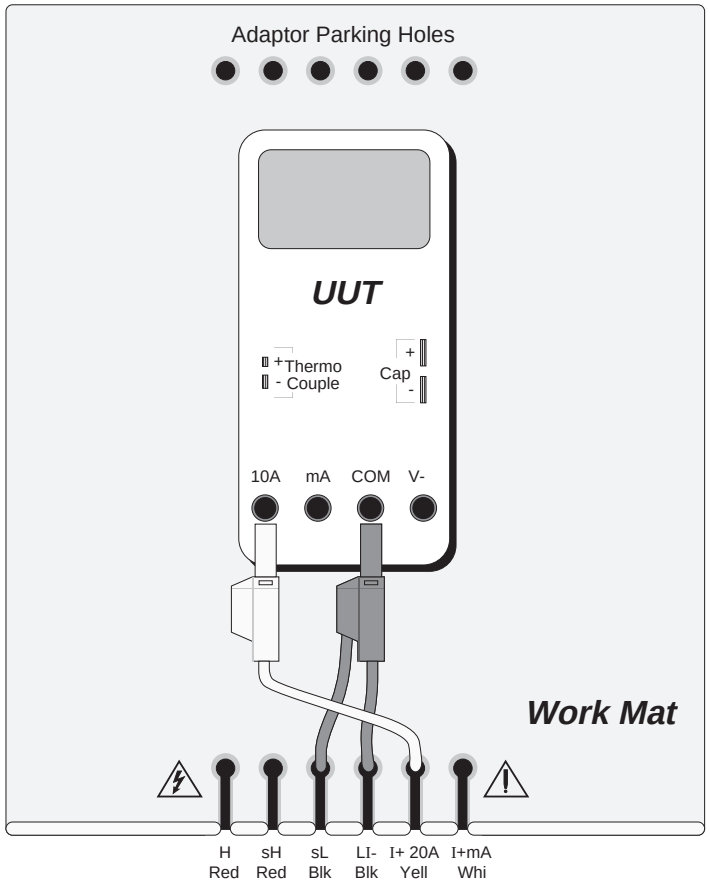
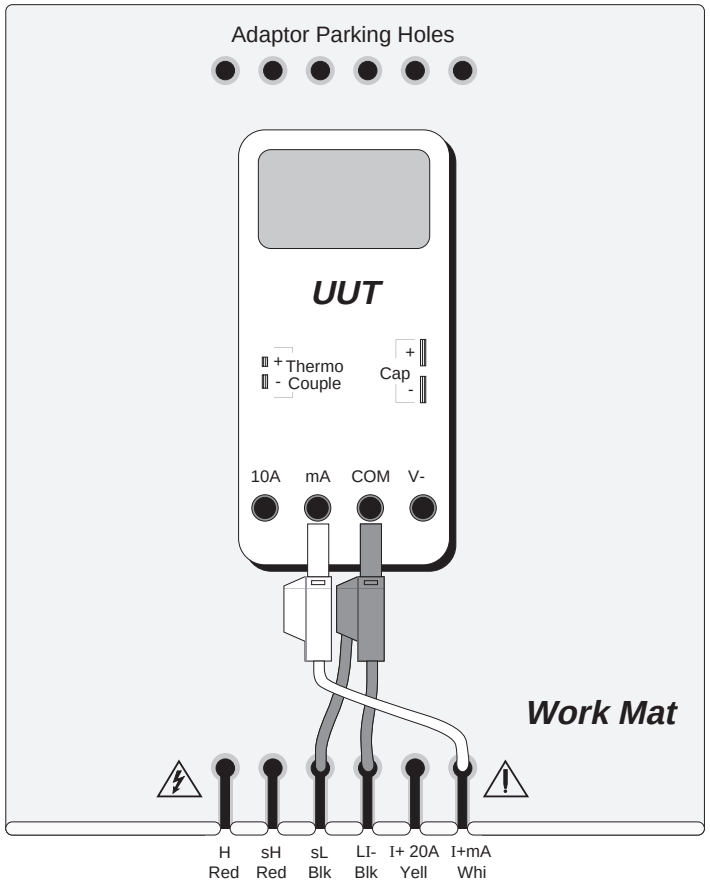
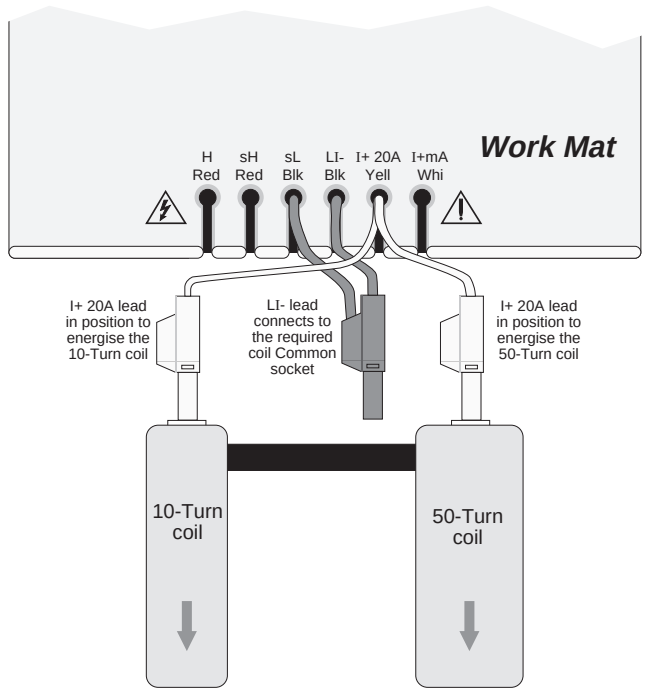

Fig. 4.5.2 Interconnections for DCI 'NORMAL OUTPUT' UUT Calibration
Fig. 4.5.3 Interconnections for DCI 'AUX OUTPUT' UUT Calibration
Fig. 4.5.4 Interconnections for DC High Current UUT Calibration
The sensor clamp passes through the center air space of the selected coil — manufacturers' precautions should be observed as to the positioning of the clamp within the coil — refer also to the notes with *Fig 4.5.4/5/6* on *page 4.5-14*.
The general connection schemes for UUT calibration of DC Current Function are illustrated in *Figs. 4.5.2, 4.5.3 and 4.5.4*.
1. **Connections** — Connect the 9100 to the UUT as shown in *Fig. 4.5.2* (Normal Output), *Fig. 4.5.3* (Aux Output) *or Fig. 4.5.4* (Current Coil Output), and ensure that both instruments are powered ON and warmed up.
1. **9100** — Use the front panel controls to set the 9100 Output current to the UUT cal point value, and select the form of output (SELECT OUTPUT key). Reconnect *(Fig. 4.5.2, 4.5.3 or 4.5.4)* as required.